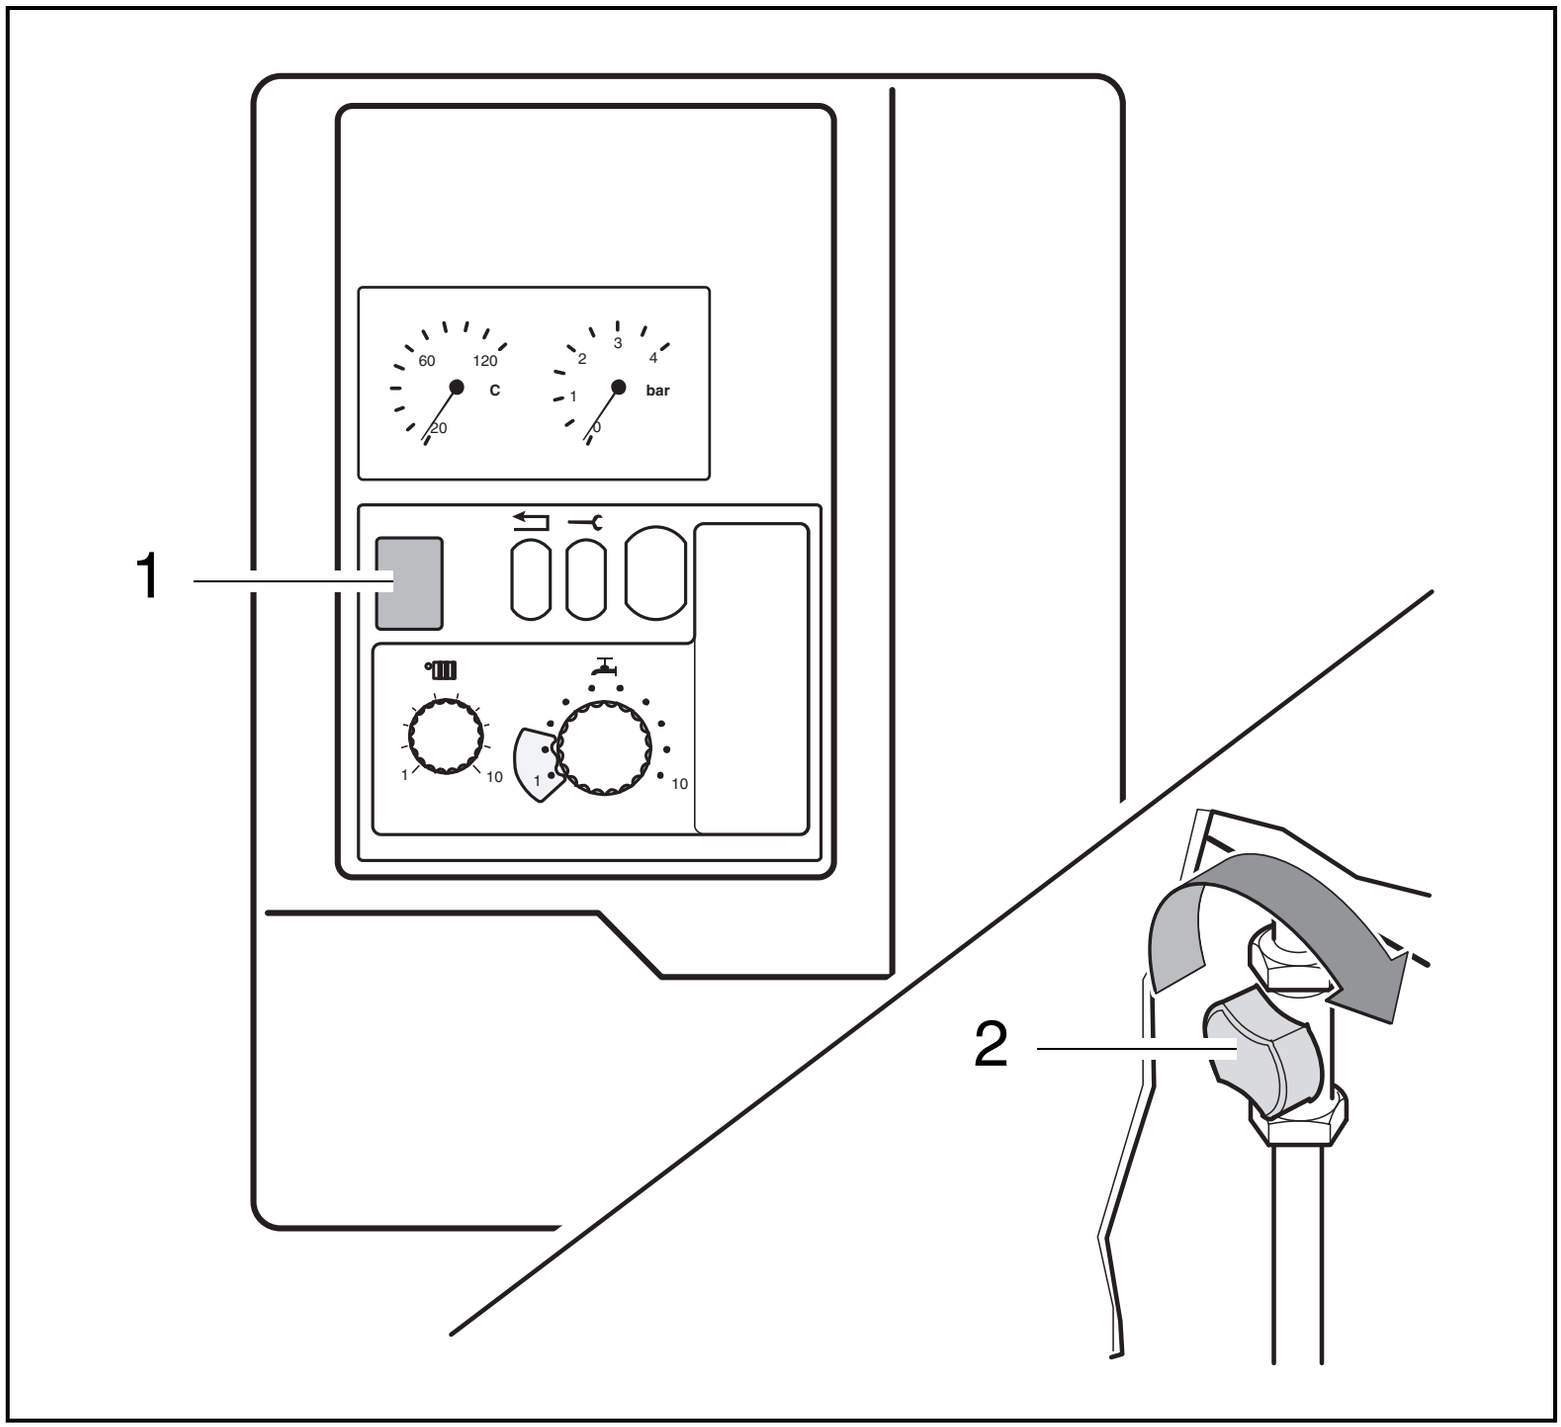

Abb. 3 Betriebsschalter, Gasabsperrhahn
- Betriebsschalter (Abb. 3, Pos. 1) auf Stellung "**0**" stellen.
- Gasabsperrhahn schließen und nach rechts drehen (Abb. 3, Pos. 2).